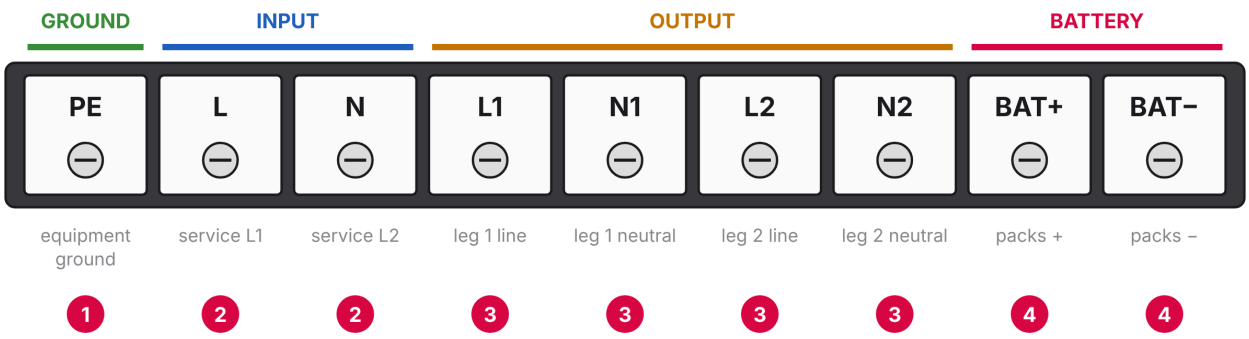
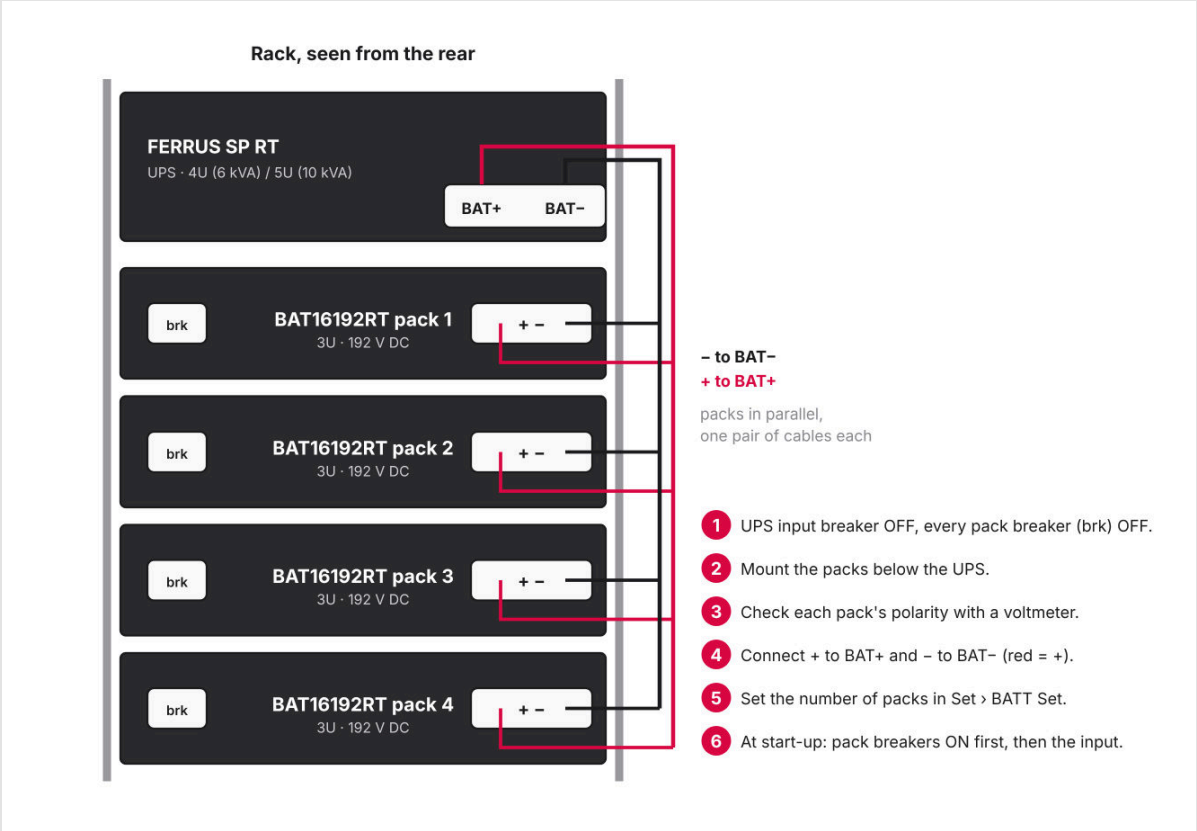

FIGURE 4-3 Terminal strip, seen from the rear with the cover removed, and the order of wiring
FIGURE 4-7 Connecting one to four BAT16192RT packs to the UPS battery terminals
4. Wire each pack's cables to BAT+ and BAT– behind the cable-entry box: red to BAT+, black to BAT– (Figure 4-7, Figure 4-3).